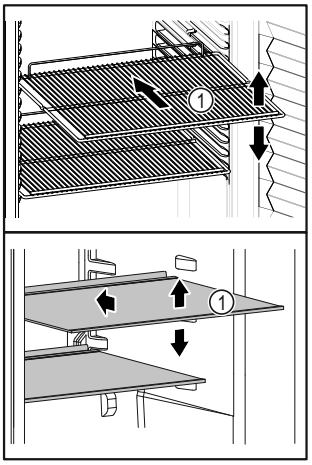

Fig. 54 Reprezentare exemplificativă
- ❑ Dacă polițele *Fig. 54 (1)* pot fi mutate, adaptați-le în funcție de înălțime.